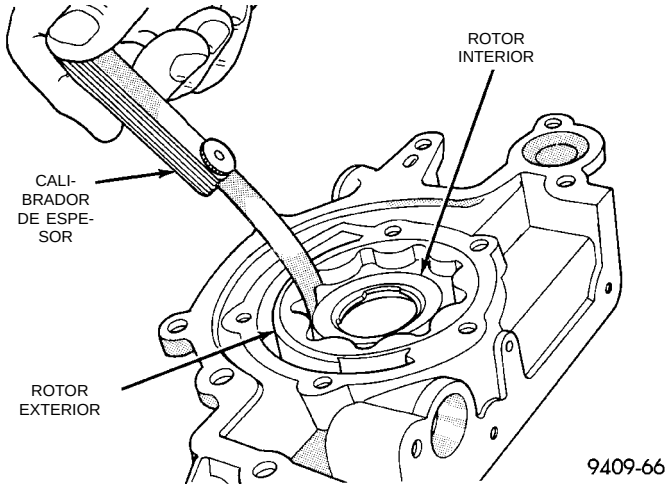

Fig. 100 Medición de la luz entre rotores
(6) Instale el rotor interior en la caja de la bomba. Si la luz entre los rotores interior y exterior (Fig. 100) es de 0,203 mm (0,008 pulgada) o mayor, reemplace los dos rotores.